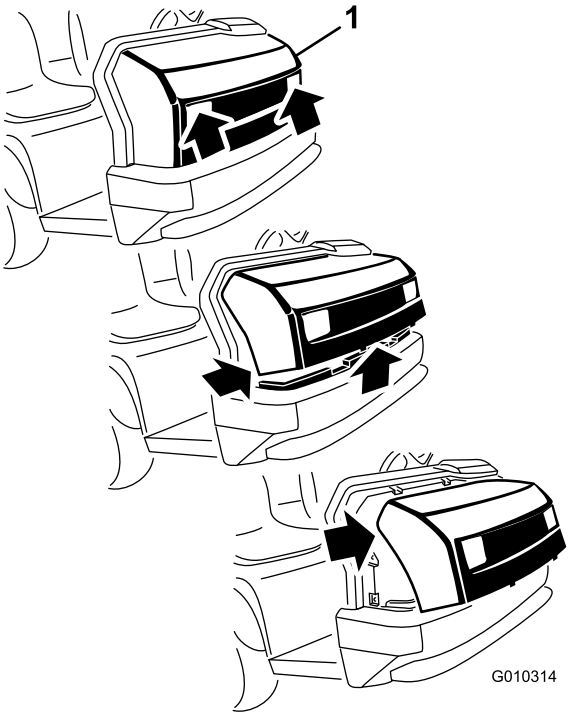

Figura 39
1. Segurando firmemente o capot pelas aberturas dos faróis, levante o capot para soltar as patilhas de montagem inferiores das ranhuras da estrutura (Figura 39).
2. Desloque a parte inferior do capot para cima até ser possível retirar as patilhas de montagem superiores das ranhuras da estrutura (Figura 39).
3. Desloque a parte superior do capot para a frente e desligue os conectores de fios dos faróis (Figura 39).